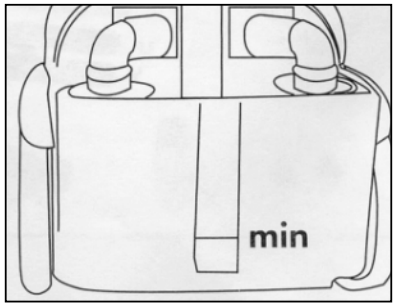

Fig. 3
- Screw back the boiler cap (8) by turning it clockwise while simultaneously applying downward pressure; ensure the boiler cap is securely tight.
- Remove the water tank cover (5), fill the water tank (1) with 34 ounces of tap water and lock the cover back into locked position. This operation will ensure that the air is filtered and any impurities (Dust, Mites, etc.) are trapped. For proper use, do not exceed the "Minimum" water level shown on the tank. Fig 3.